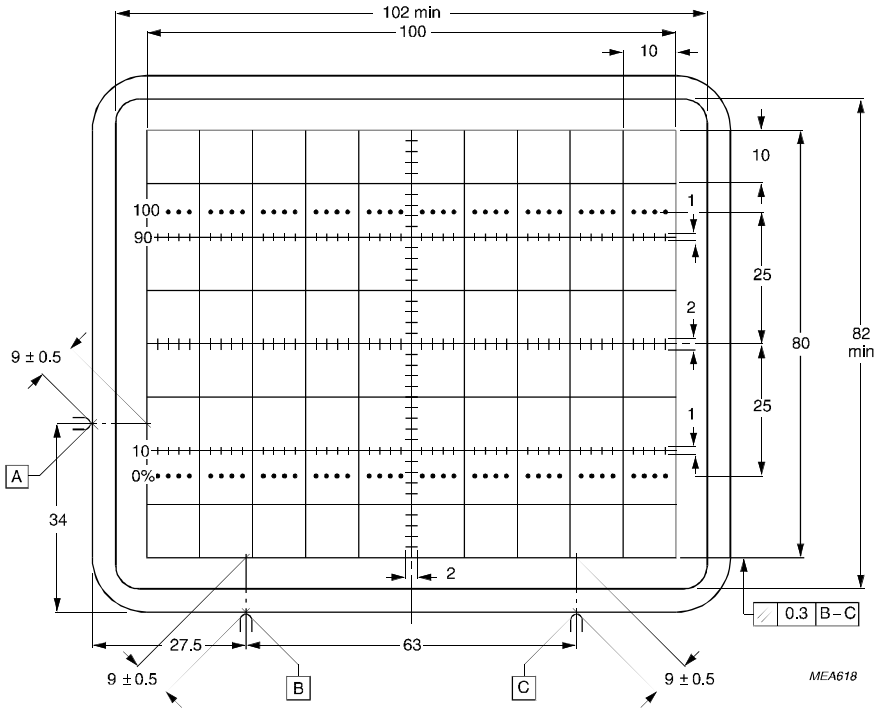

Fig.4 Front view of the tube with internal graticule, type 123.
The tube can be mounted in any position. It must not be supported by the socket and not by the base region alone. The reference points (A, B and C) on adjoining edges of the faceplate (see Fig.4) enable the tube to be positioned accurately in the front panel, for optimum alignment of the internal graticule with respect to the bezel.
(1) Dimensions of faceplate only. The complete assembly of faceplate and cone (frit seal included) will pass through an opening of 122 mm x 102 mm.
(2) The coil is fixed to the envelope with resin.
(3) The length of rotation coil connecting leads is min. 350 mm.
(4) Reference points on faceplate for graticule alignment (see Fig. 4).
The internal graticule is aligned with the faceplate by using the faceplate reference points, see Fig.4 and note 1.The reference points A, B and C are for aligning the graticule with the faceplate.
1. Because the frit seal is visible through the faceplate, and is not necessarily aligned with the internal graticule, application of an external passe-partout with an open area of max. 102 mm x 82 mm is recommended. The internal graticule is aligned with the faceplate by using the faceplate reference points (see Fig.4).